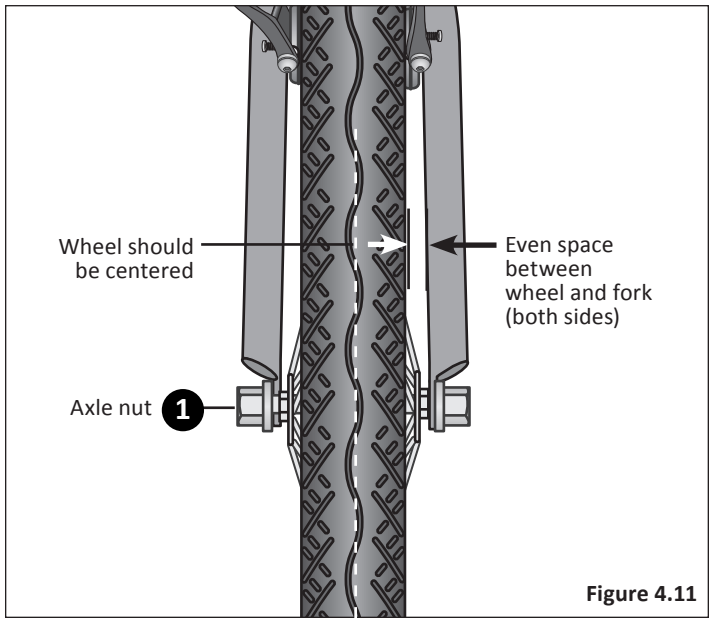

Figure 4.11
1. If you see the gap between the fork and wheel is uneven loosen the axle nuts and adjust the wheel until centered. **Figure 4.11**